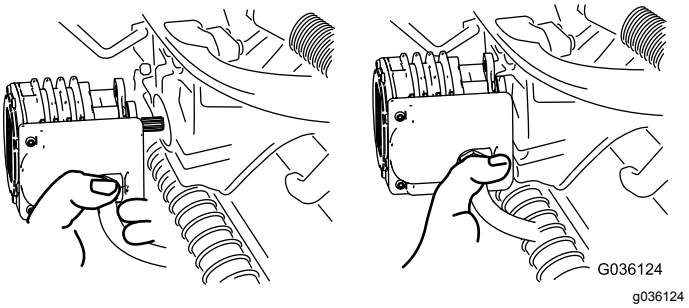

Figuur 52
4. Zet de motor in de opbergruimte op de voorkant van de ophangarm (Figuur 52).